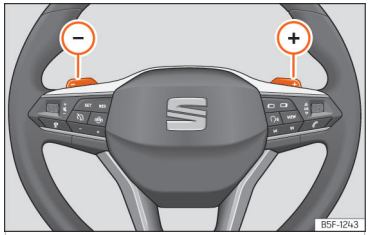

Abb. 87 Lenkrad: die Hebel für Automatikgetriebe.
- Tippen Sie die Schaltwippe (+), um einen Gang hochzuschalten ››› (Abb. 87).